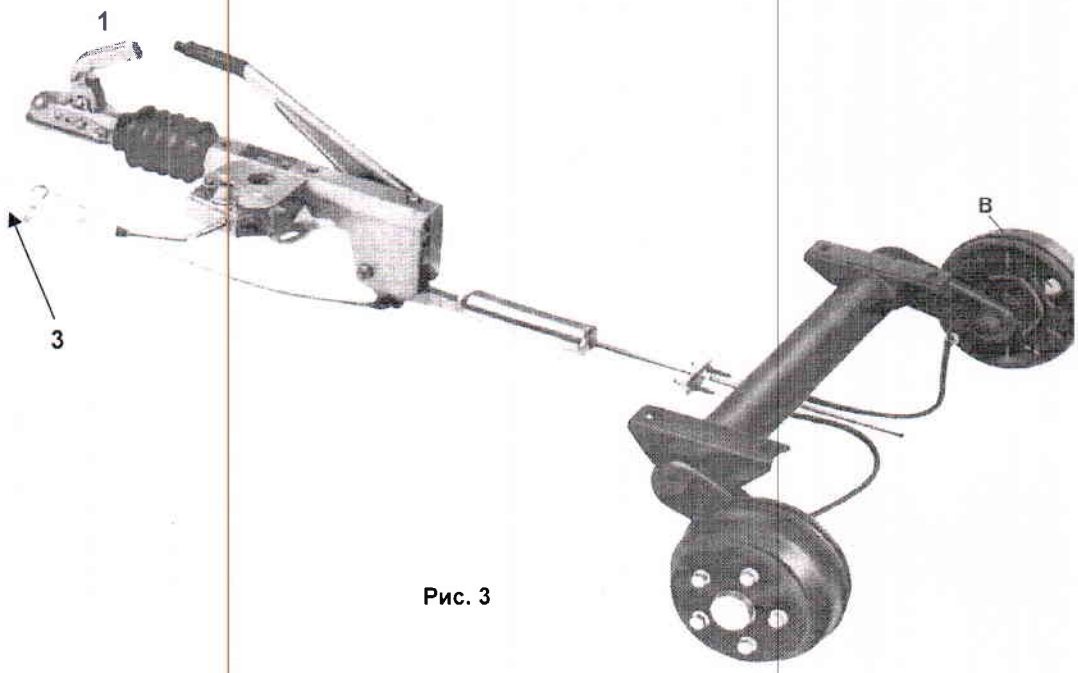

Рис. 3
1. Поднять ручку *1* сцепной головки и повернить ее вперед, вследствие это сцепная головка будет зафиксирована в открытом положении (рис.3).
3. Подсоедините страховочный трос *3* к сцепному устройству автомобиля как показано на рис. 3